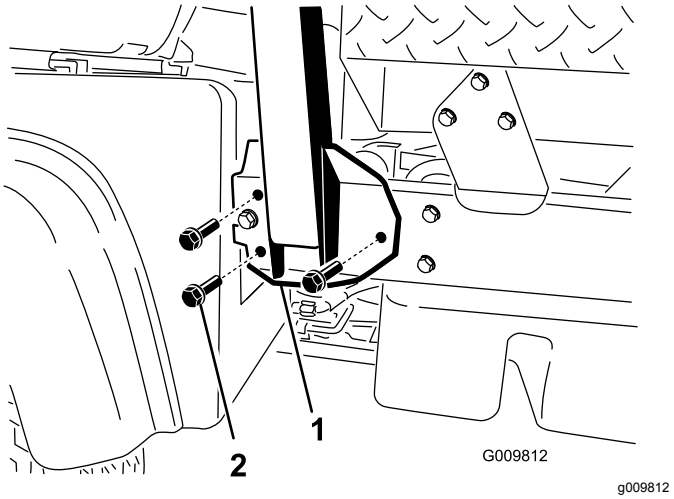

Figur 6
2. Rett inn hver side av veltebeskyttelsen med monteringshullene på hver side av maskinrammen (Figur 6).
3. Fest veltebøylemonteringsbraketten til maskinrammen med tre flenshodebolter (½ x 1¼ tomme) på hver side (Figur 6).